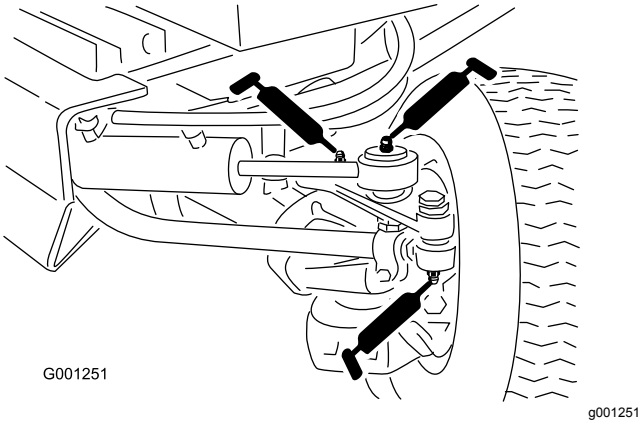

Figuur 43
- Uiteinden van spoorstang (2) (Figuur 43)
- Uiteinden van cilinderstang (2) (Figuur 43)
- Draaipunten van besturing (2) (Figuur 43)
- Draaipen van as (Figuur 43)